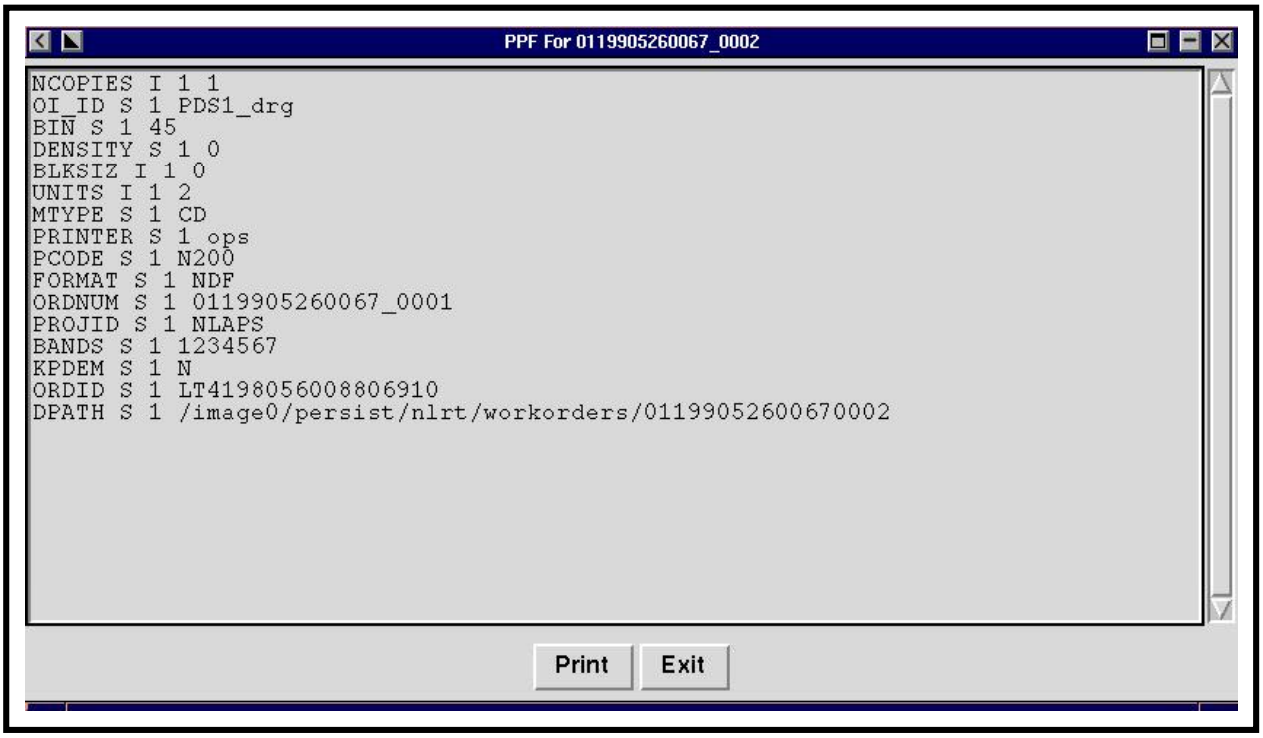

Figure 125. Example of a PDS Job Production Parameter File (PPF)
- The production parameter file (PPF) for the selected job is displayed in a text window (refer to the example in Figure 125).